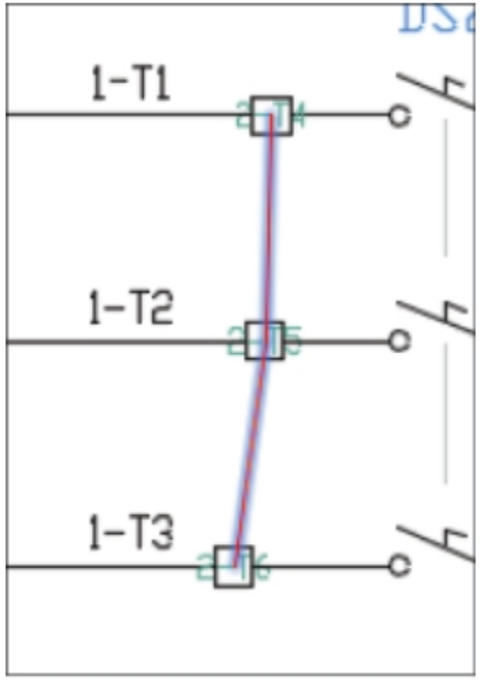

Figure-21. Associated terminals
- Select the terminal whose association is to be checked. The associated terminals will be displayed with a red line connecting them; refer to Figure-21.